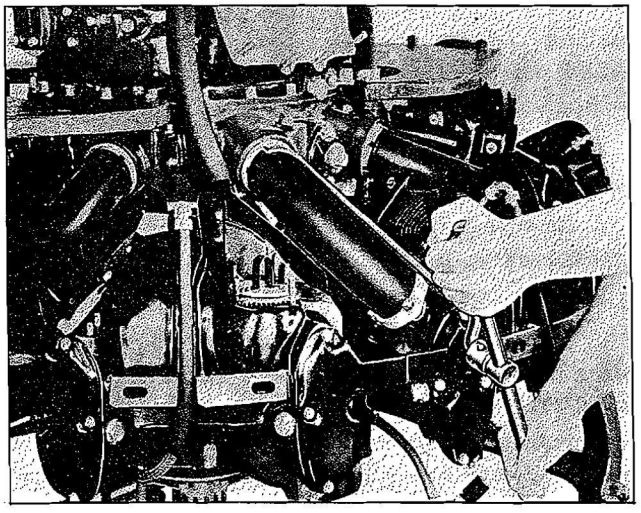

Figure 44—Loosening Intake Pipe Packing Nut
a. Loosen the packing nut at the crankcase end of all intake pipes, using the lug wrench (Tool No. 84258). Refer to Figure 44. Remove the three cap screws and shakeproof lock washers at the cylinder end of all intake pipes. Pull the flange back from the intake port on each intake pipe. Discard the gaskets and packing. Withdraw the intake pipes from the supercharger front housing.